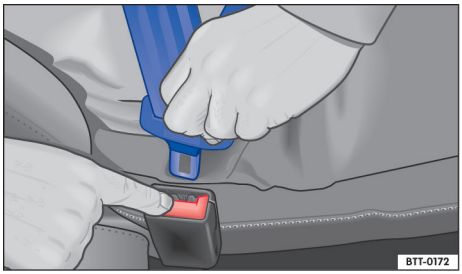

Fig. 29 Soltar a lingueta do cinto de segurança do fecho do cinto de segurança.
– Pressionar o botão vermelho no fecho do cinto de segurança → Fig. 29. A lingueta do cinto de segurança salta para fora.